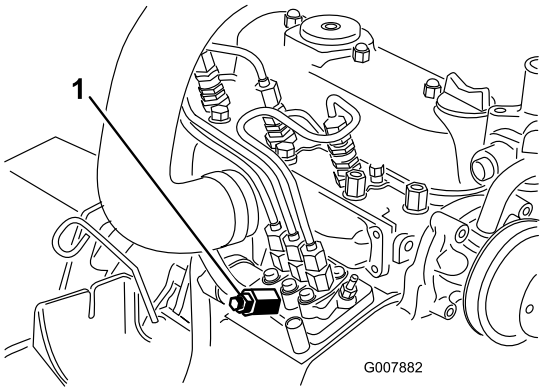

Figuur 43
3. Leg een doek onder de ontluchtschroef op de brandstofinjectiepomp en draai deze open (Figuur 43).